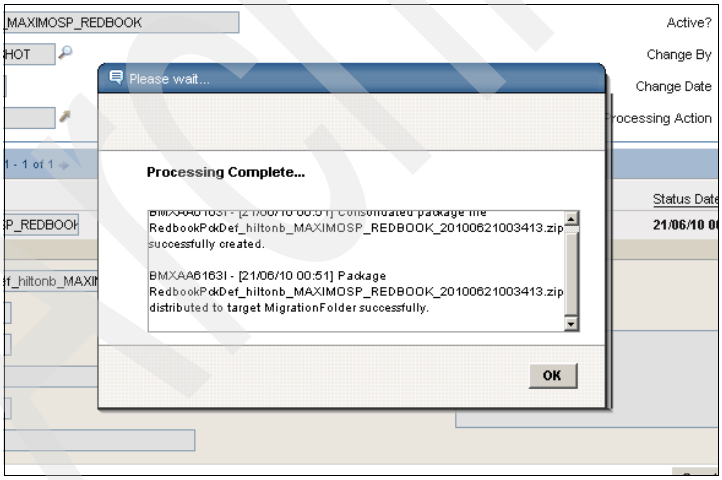

Figure 8-14 The Processing Complete dialog box - Distribute is finished
11. When the distribution process is finished, you will see a dialog box indicating that it was distributed to the target folder successfully, as shown in Figure 8-14.